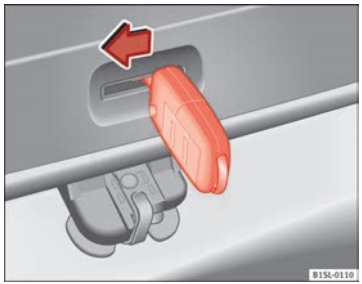

Fig. 137 From the luggage compartment: Manually unlocking the rear lid
- Insert the key shaft into the rear lid opening ⇒ Fig. 137 and press the release lever in the direction of the arrow to unlock the rear lid. ■